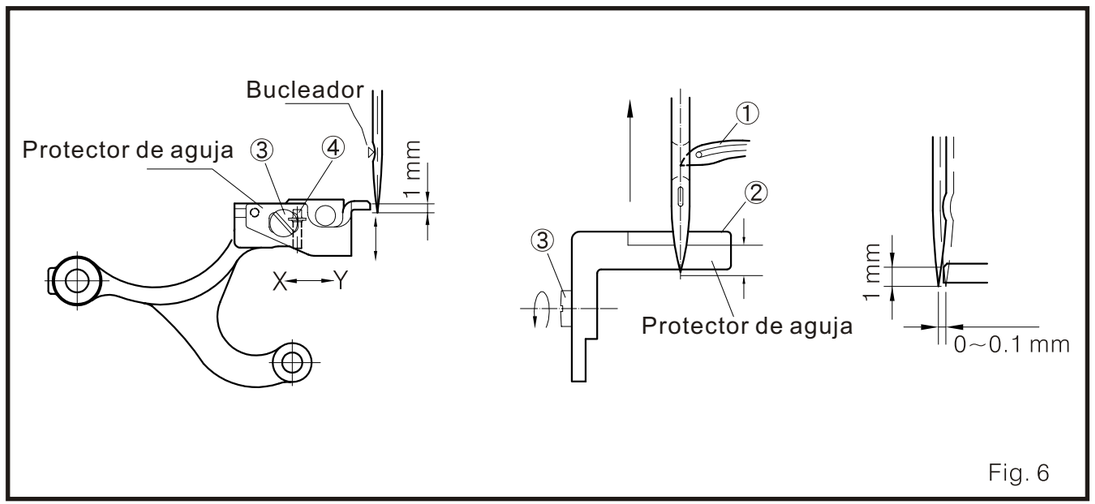

Fig. 6
1. Como muestra la Fig. 6, cuando la punta del bucleador 1 se mueva de derecha a izquierda y a la parte trasera del centro de la aguja, la distancia entre el bisel del protector de aguja 2 y la aguja 1 será cerca de 1 mm. En ese momento, el protector de la aguja 2 empujara hacia adelante a la aguja unos 0-0.1 mm.
(1) Afloje el tornillo 3 y muévalo en dirección X o Y.
(2) Gire el tornillo 4 para poder controlar la posición superior/inferior del protector de aguja. Gírelo en dirección de las manecillas del reloj para bajar el protector, o gírelo en dirección contraria para subirlo.
(3) Fije el tornillo 3 después de ajustar el protector de aguja como en la Fig. 6.